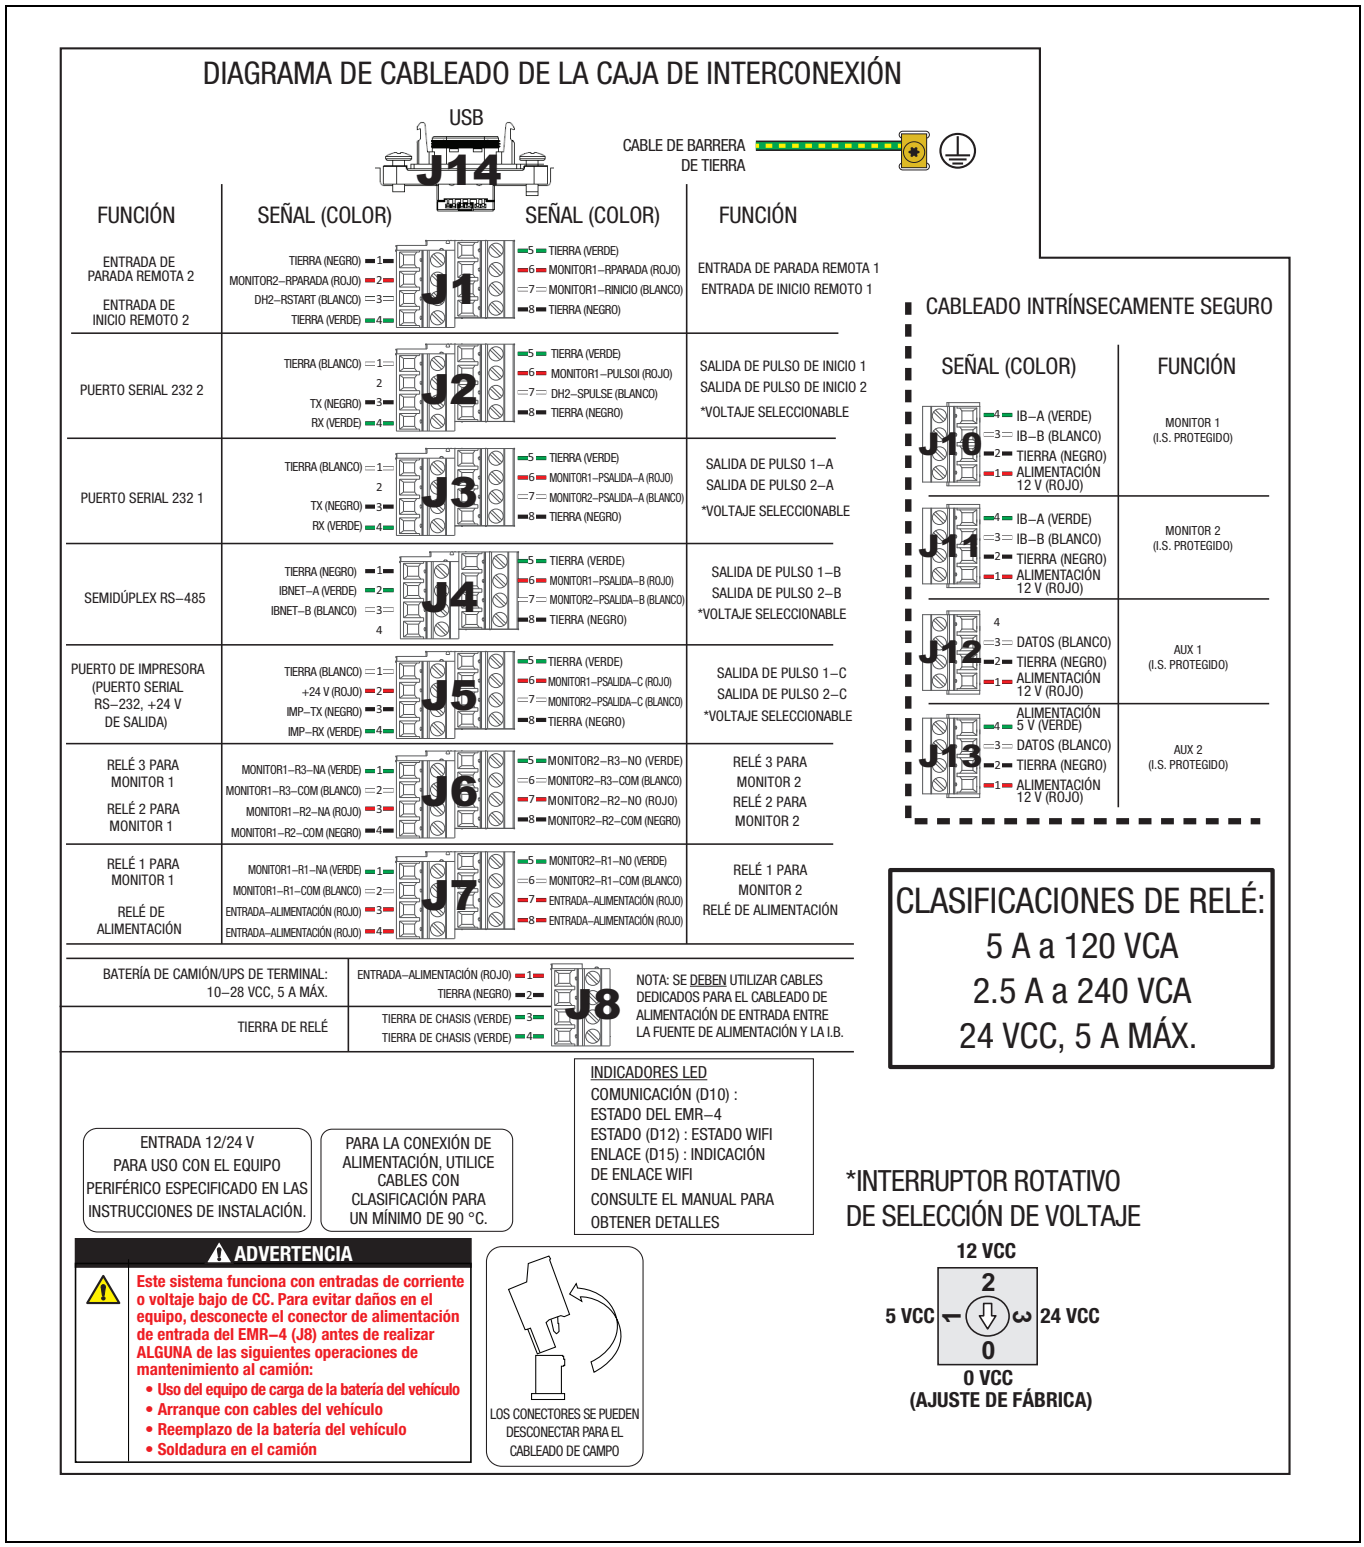

Figura 22. Conexiones de cableado de la caja de interconexión del EMR-4
2. La Figura 22 muestra las conexiones de cableado de la terminal del lado de la energía de IB. Retire los tapones de los agujeros y utilice prensacables para todos los cables que se fijen a este bloque de terminales.
3. Consulte en la Figura 22 las conexiones de cableado terminal intrínsecamente seguras de la IB. Retire los tapones de los agujeros y utilice prensacables para las entradas de cable del monitor. El hilo de drenaje del cable del monitor debe conectarse a la abrazadera de tierra del chasis en la caja de interconexión.
En algunos vehículos, la terminal negativa de la batería BAT(-) podría no corresponder a la tierra del chasis ni a la tierra definida del vehículo ni en el panel de accesorios ni en la caja de distribución de energía. En este caso, pase directamente la conexión de tierra para la alimentación de entrada en la terminal J8, clavija 2 (TIERRA), como se muestra en la Figura 22, directamente al punto de conexión de la terminal BAT(-).